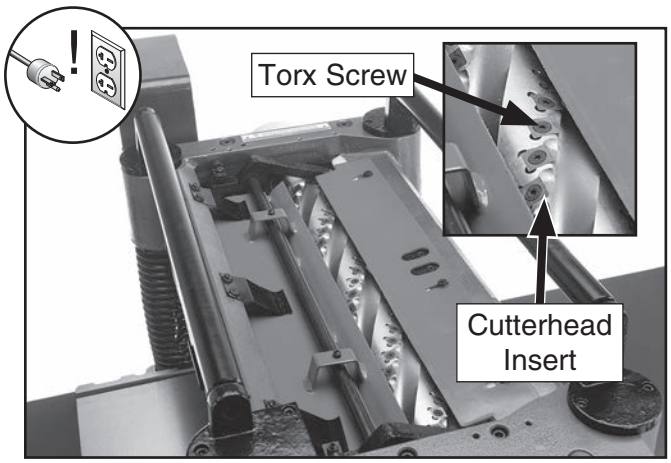

Figure 31. Example of cutterhead inserts and Torx screws.
3. Remove any sawdust or debris from head of insert, Torx screw, and surrounding area (see **Figure 31**).